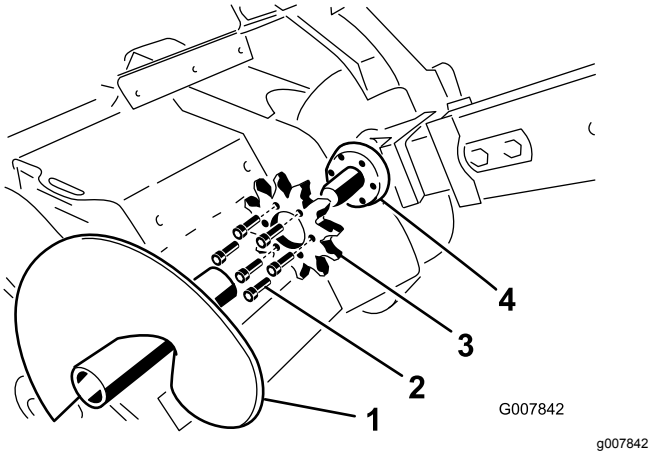

Figuur 61
4. Verwijder de afvoerschroef (Figuur 61).
9. Verwijder de zes bouten waarmee de kettingwielaandrijving gemonteerd is (Figuur 61).
10. Verwijder de kettingwielaandrijving en gooi deze weg (Figuur 61).
11. Reinig het montagevlak van de kettingwielaandrijving op de sleuvengraver (Figuur 61).
12. Schuif de nieuwe kettingwielaandrijving op de as (Figuur 61).
13. Draai de zes bouten van de kettingwielaandrijving handvast (Figuur 61).